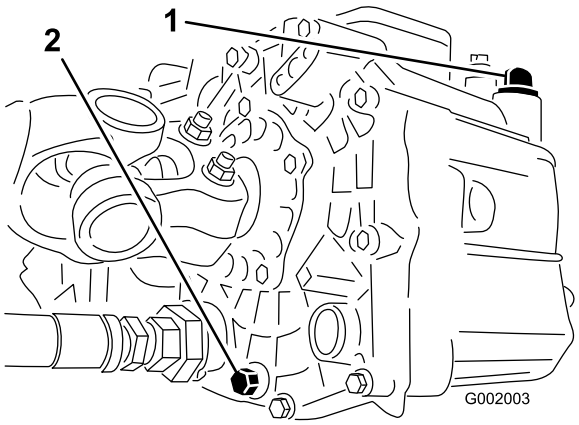

Figur 38
3. Fjern tappepluggen fra siden på tanken og la den hydrauliske væsken flyte ned i tappefatet (Figur 38).